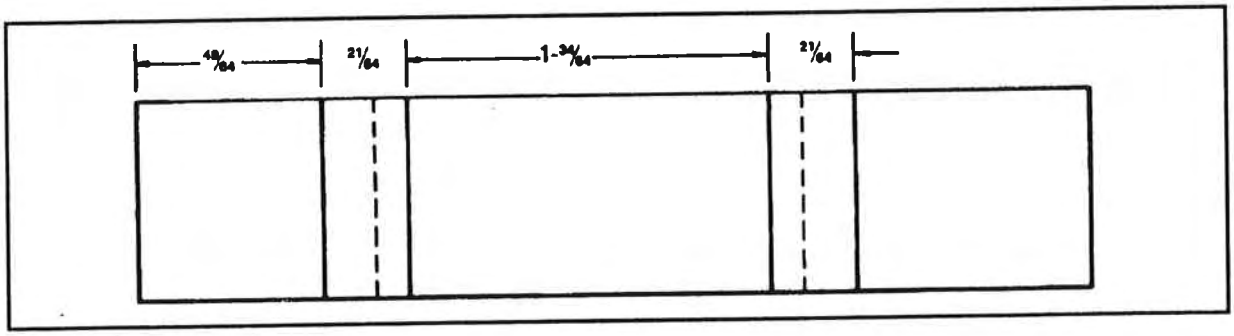

Figure 5-7. Layout of second flat (B)
Next lay out the second flat (B), which is equal to the overall dimension minus the setback at each end, or 2.000 - (0.238 + 0.238) = 1.524 inch. The bend allowance for the second bend is the same as for the first bend (0.329 inch). Convert 1.522 to 1 34/64 and 0.329 to 21/64. Mark off this distance (Figure 5-7).